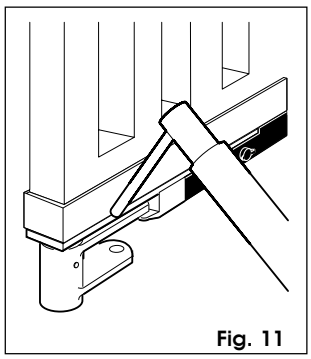

Fig. 11
3) Carefully weld the guide bracket to the support bracket (fig. 11).